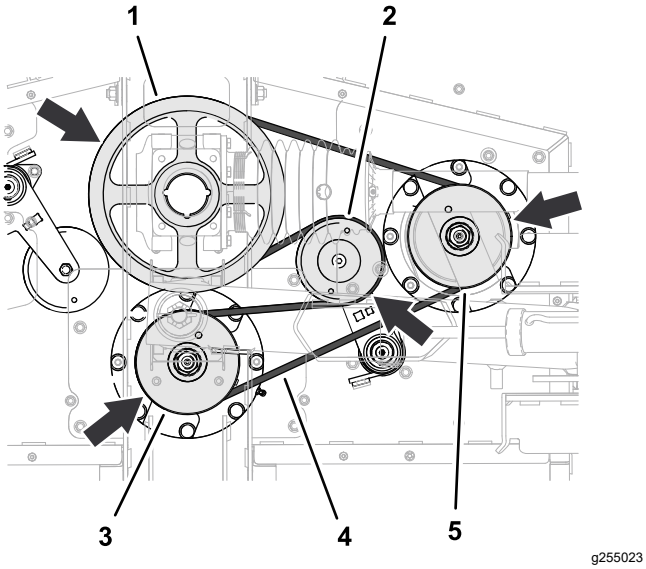

Figuur 68
1. Leid de lange drijfriem rond de aandrijfpoelie, de bovenste groef van de middelste aspoelie en de rechter aspoelie (Figuur 68).
2. Gebruik een onderbrekerstang of soortgelijk gereedschap om de riemspanner linksom te draaien en de riem over de spanpoelie te schuiven (Figuur 68).